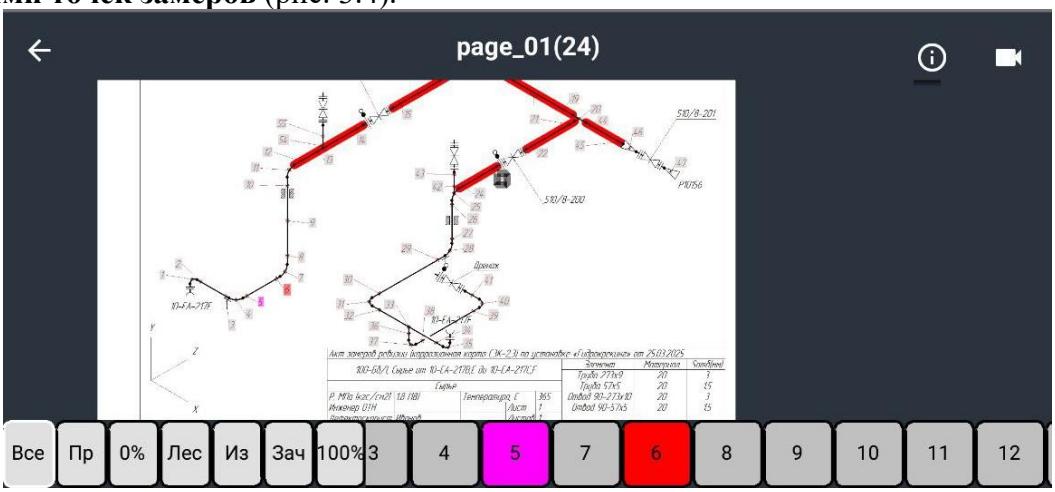

Рис. 3.4 – Открытая маршрутная карта трубопровода
5. Выбранная маршрутная карта открывается как схема трубопровода (лист) с **активными полями точек замеров** (рис. 3.4).